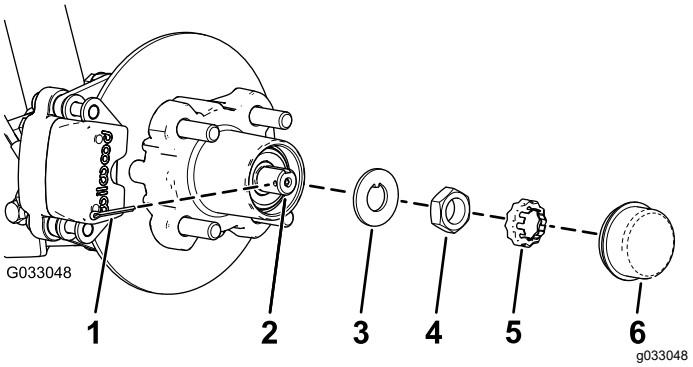
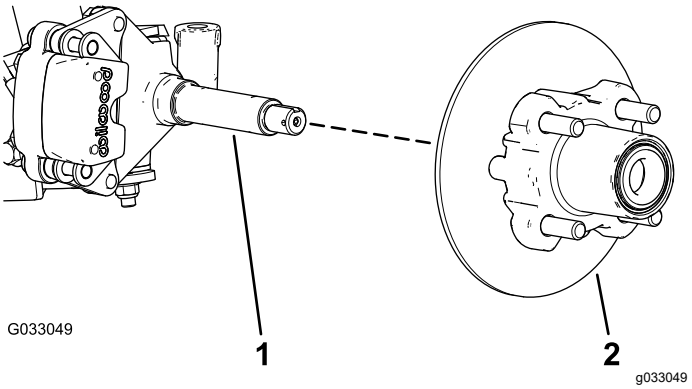

**Figur 24**
**Figur 25**
4. Fjern støvhætten fra navet (Figur 24).
5. Fjern låseclips og møtrikholder fra spindlen og spindelmøtrikken (Figur 24).
6. Fjern spindelmøtrikken fra spindlen og adskil nav- og rotorsamlingen fra spindlen (Figur 24 og Figur 25).